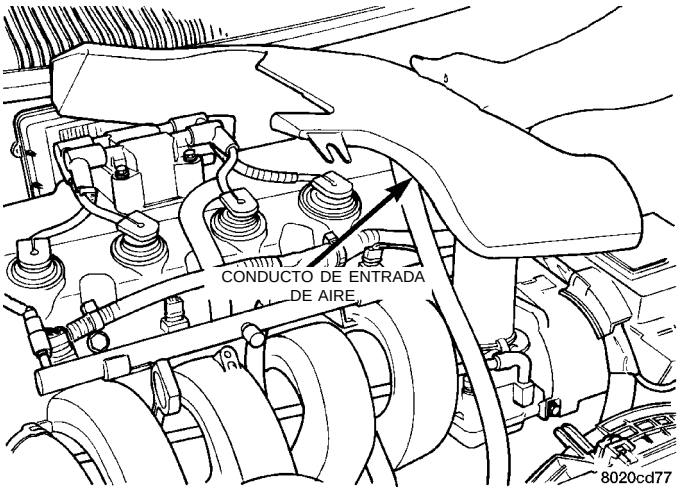

Fig. 19 Desmontaje del conducto de entrada
(1) Retire el conducto de entrada del depurador de aire (Fig. 19).